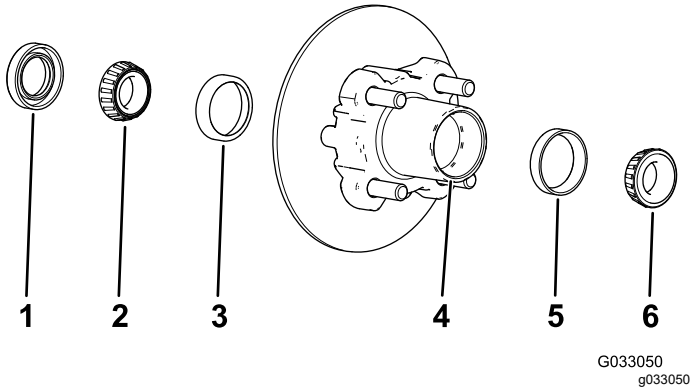

**Figura 30**
1. Retire el cojinete exterior y el anillo de rodadura del cubo (Figura 30).
2. Retire la junta y el cojinete interior del cubo (Figura 30).
5. Limpie el hueco del cubo para eliminar cualquier resto de grasa, suciedad y residuos (Figura 30).
7. Llene el hueco del cubo hasta un 50-80% de su capacidad con grasa del tipo especificado (Figura 30).
8. Monte el cojinete interior sobre el anillo en el lado interior del cubo e instale la junta (Figura 30).